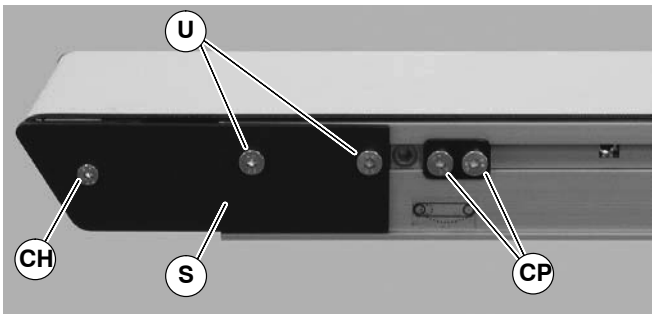

Figure 53
2. On one side of conveyor, use a 3 mm and 4 mm hex-key wrench to remove head plate fastening screws (CH & U of Figure 53) and remove head plate (S).
4. After replacing bearings, re-install head plate (S of Figure 53). Use a 3 mm hex-key wrench to tighten one (1) fastening screw (CH) to 3.4 Nm. Leave two (2) fastening screws (U) loose for belt tensioning.